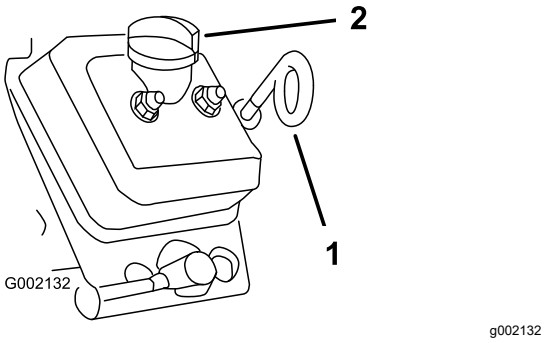

**Figura 35**
5. Utilice un trapo para limpiar la zona alrededor de la varilla de aceite y el tapón de llenado (Figura 35) para impedir que caiga suciedad por el tubo/cuello de llenado de aceite y cause daños en el motor.
6. Retire la varilla de aceite y limpie el extremo (Figura 35).
7. Introduzca la varilla de aceite a fondo en el tubo (Figura 35).
10. Instale el tapón de llenado (Figura 35).
11. Instale la varilla de aceite y asiéntela firmemente (Figura 35).